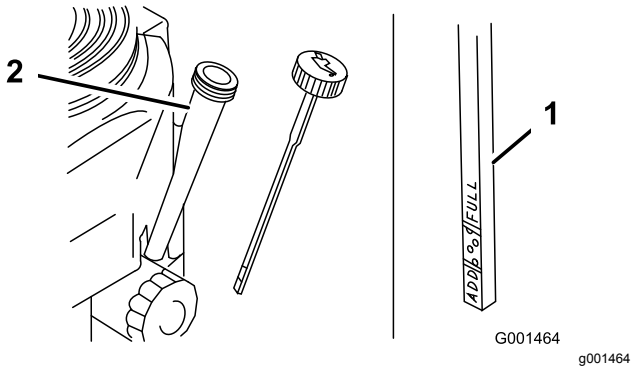

Figuur 16
3. Maak schoon rond de oliepeilstok (Figuur 16).
4. Verwijder de peilstok en veeg het uiteinde schoon (Figuur 16).
5. Schuif de peilstok helemaal in de buis, maar draai hem niet vast in de vulbuis (Figuur 16).
6. Trek de peilstok eruit en controleer het oliepeil op het uiteinde. Het oliepeil moet tot tussen de twee markeringen reiken (Figuur 16).